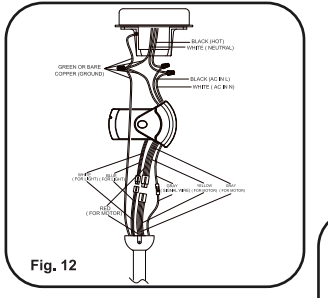

Fig. 12
Step 1. Receiver to House Supply Wires Electrical Connections: Connect the WHITE wire (Neutral) from the outlet box to the WHITE wire marked 'AC in N' from the receiver. Connect the BLACK wire (Hot) from the outlet box to the BLACK wire marked 'AC in L' from the receiver. Secure all wire connections with the plastic wire nuts provided. (Fig. 12)
Step 2. If your outlet box has a GROUND wire(Green or Bare Copper) connect this wire to the Hanger Ball and Hanger Bracket Ground wires. If your outlet box does not have a Ground Wire, then connect the Hanger Ball and Hanger Bracket Ground Wires together. Secure wire connection with the plastic wire connector provided. (Fig. 12)